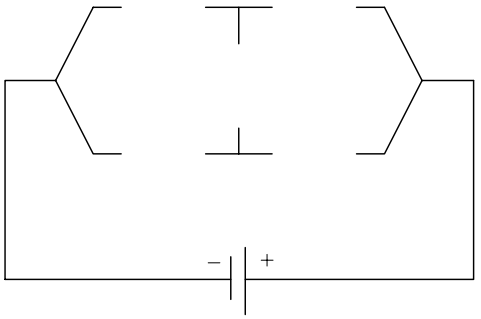

Figure 17-55 *Electric circuit diagram without resistors for Exercise 2*
1. Draw the electric circuit diagram, as shown in Figure 17-55 (assume the dimensions).